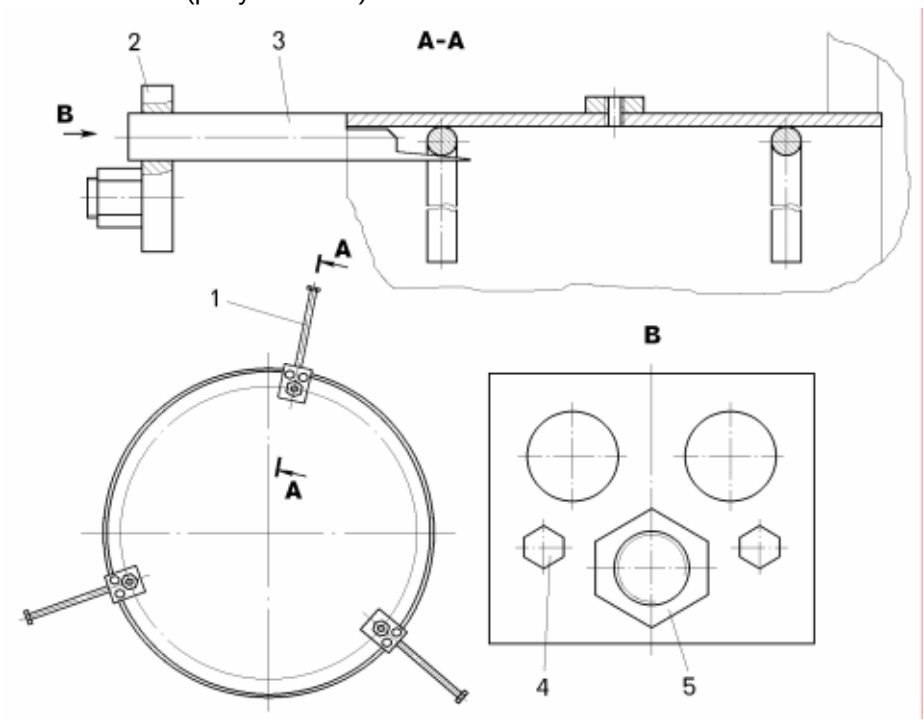

Рисунок 8.3.6 – Приспособление для центровки внутреннего колеса с шиной на ступице при установке задних сдвоенных колес:
– надеть на ступицу, установленную пазом вниз внутреннее колесо с удлинителем вентиля, распорное кольцо. Для центровки внутреннего колеса с шиной на ступице целесообразно применять специальное приспособление (рисунок 8.3.6).